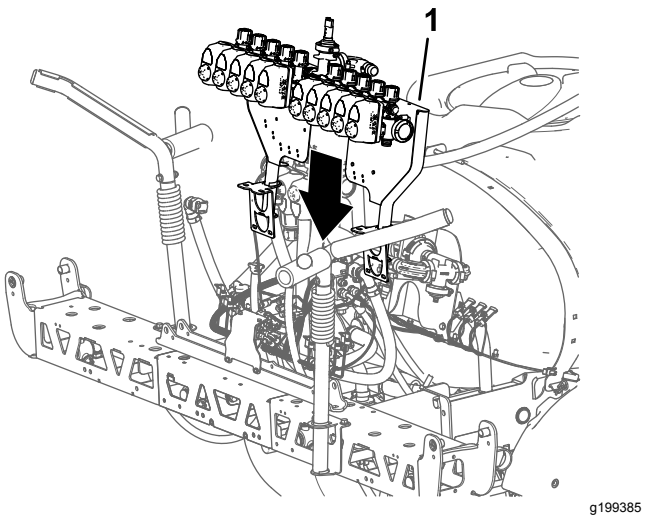

Figuur 107
1. Gebruik een takel met voldoende hefvermogen om de klepbevestiging en spuitklep op te hijsen en boven de middelste spuitboom te brengen (Figuur 107).